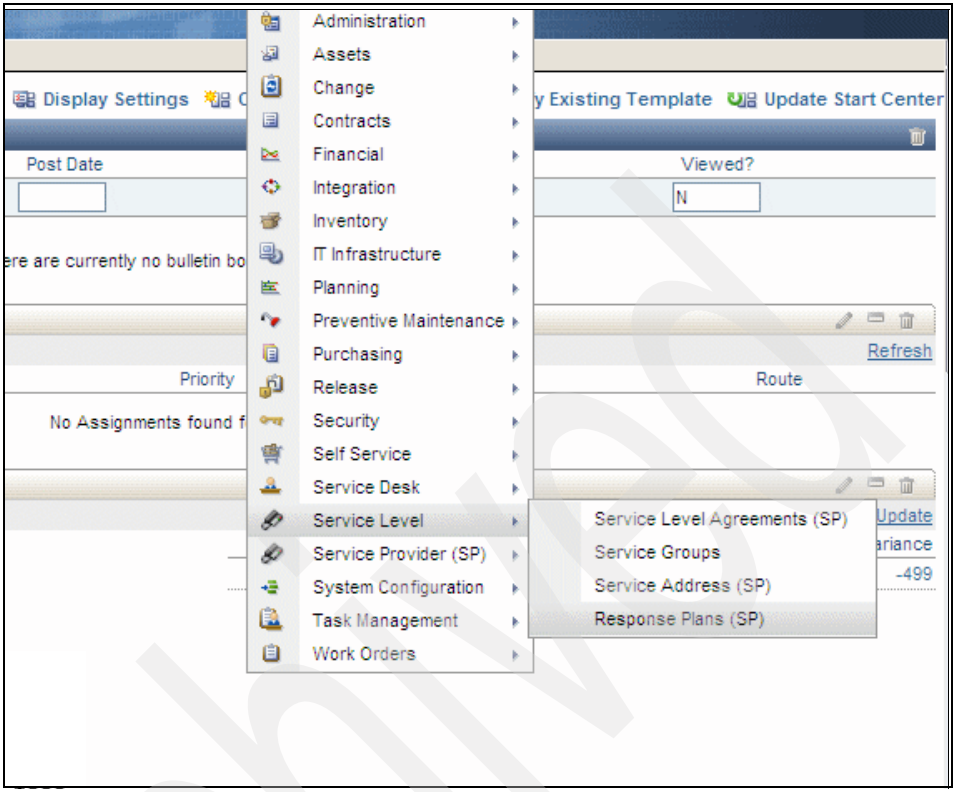

Figure 3-55 Response Plans
1. To create a response plan go to **Service Level and Response Plans (SP)**, as shown in Figure 3-55 on page 67.